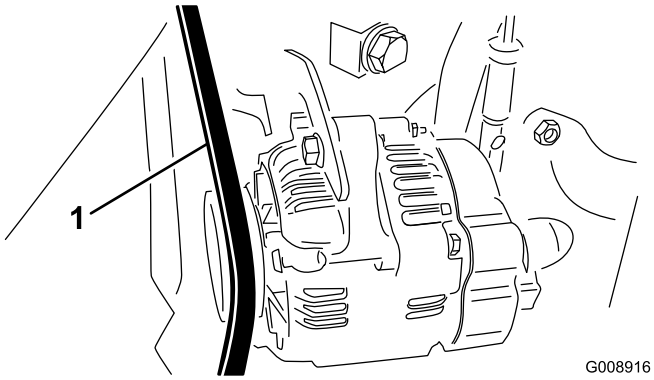

Figuur 72
2. Controleer de spanning door de riem van de wisselstroomdynamo/ventilator midden tussen de poelies van de wisselstroomdynamo en de krukas in te drukken met een kracht van 30 N·m (Figuur 72).